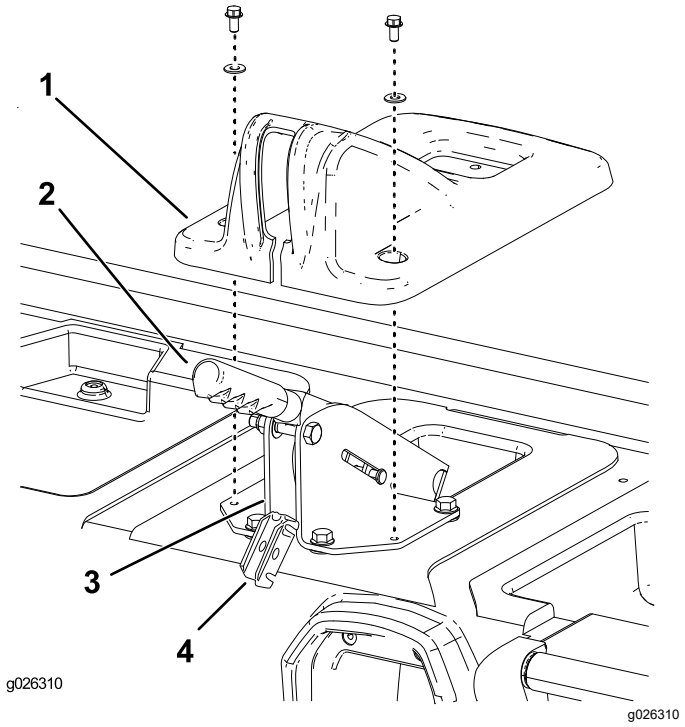

Figura 4
2. Remova os 2 parafusos e anilhas que prendem a cobertura do travão de estacionamento à base do banco (Figura 4).
3. Eleve a cobertura sobre a alavanca do travão de estacionamento e para fora da base do banco (Figura 4).
4. Retire o passador de forquilha que prende o suporte do equalizador do cabo do travão à traseira do suporte de apoio da alavanca do travão (Figura 4).
5. Eleve o suporte do equalizador para fora do suporte de apoio e retire os cabos do travão (Figura 4).
6. Retire os clipes C que prendem os cabos do travão à traseira do suporte de apoio da alavanca do travão (Figura 4).